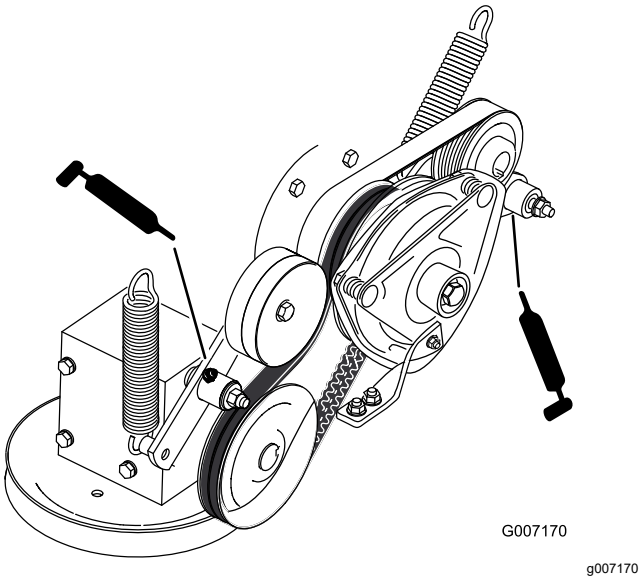

Figur 52
8. Smörj kraftuttagets mellandrevsarm (Figur 52).
9. Smörj pumpremmens mellandrevsarm (Figur 52).